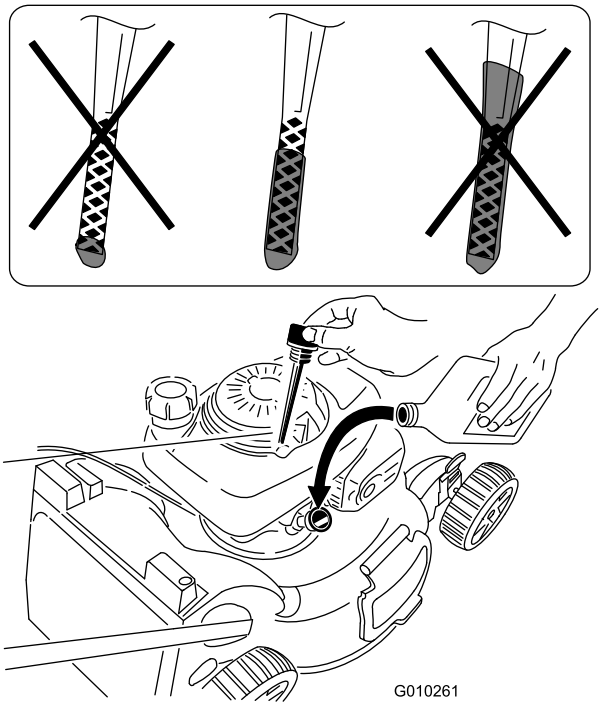

Figur 13
1. Ta bort oljestickan, torka av den och sätt i den i påfyllningsröret **men skruva inte in den** (Figur 13).
2. Ta ut oljestickan och kontrollera oljenivån (Figur 13).
Om det inte finns någon olja på oljestickan häller du **långsamt** olja i påfyllningsröret och kontrollerar nivån med oljestickan med jämna mellanrum tills oljestickan visar att motorn är full, i enlighet med Figur 13. **Fyll inte på för mycket.** (Maximal påfyllning: 0,55 l, typ: SAE 30 renad olja med API-klassificering SH, SJ, SL eller högre.)